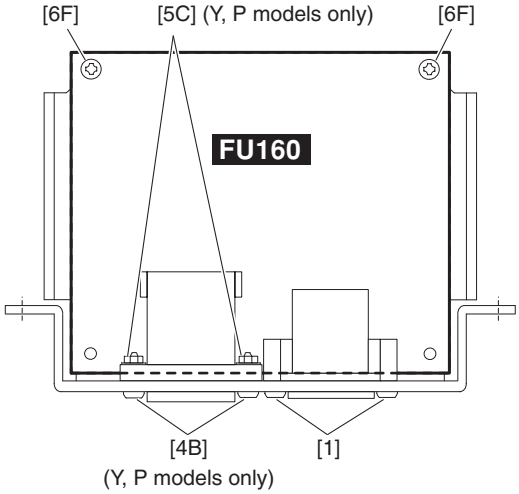

Fig. 12（図 12）
18-3. Remove the two (2) screws marked [4B] and the two (2) hexagonal nuts marked [5C]. (Fig. 12) (Y, P models only)
18-4. Remove the two (2) screws marked [1] and the two (2) screws marked [6F]. The FU160 circuit board can then be removed. (Fig. 12)
18-3. [4B] のネジ 2 本と [5C] の六角フランジナット 2 個を外します。(図 12) (Y, P モデルのみ)
18-4. [1] のネジ 2 本と [6F] のネジ 2 本を外し、FU160 シートを外します。(図 12)